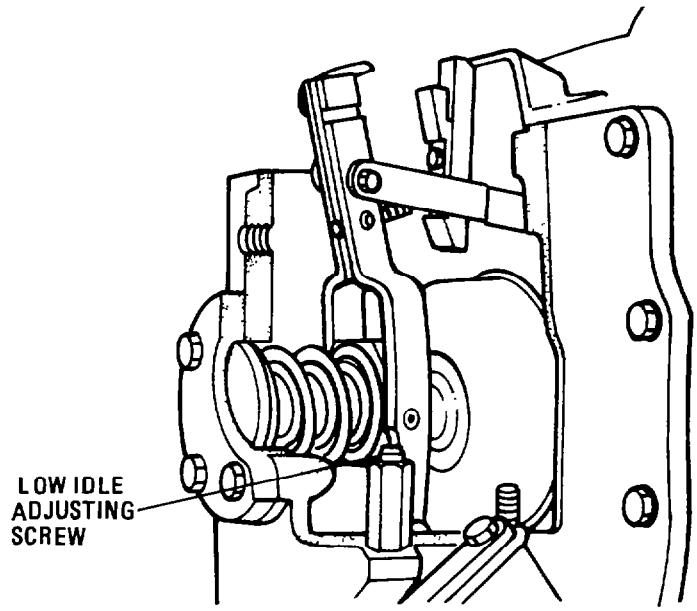

Fig. 122 — Low Idle Set Point
k. Reduce the pump speed to 300 rev/min (low idle speed), secure the operating lever in the low idle position and adjust the idle screw to obtain a delivery of 12 - 20 cc/500 strokes or 7 - 12 cc/300 strokes (see fig. 122).